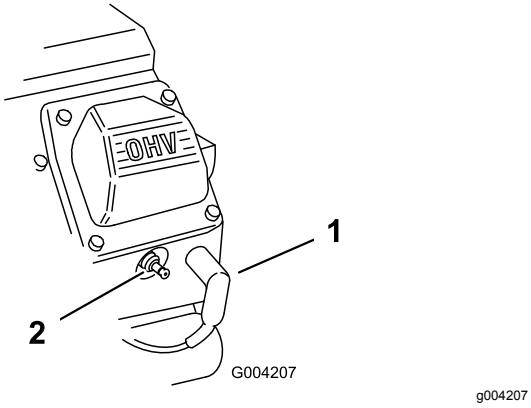

Figur 48
2. Trekk ledningen av tennpluggene (Figur 48).
3. Skyv ledningen på tennpluggene (Figur 48).